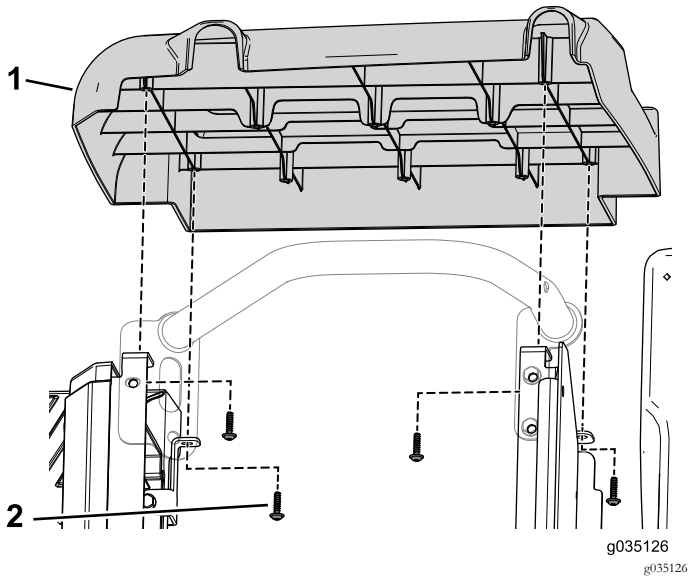

Bild 94
5. Befestigen Sie die linken und rechten Seitenplatten aus dem Kit mit den acht Blechschrauben (3/32" x 7/8") am vorderen Sitzunterteil (Bild 94).